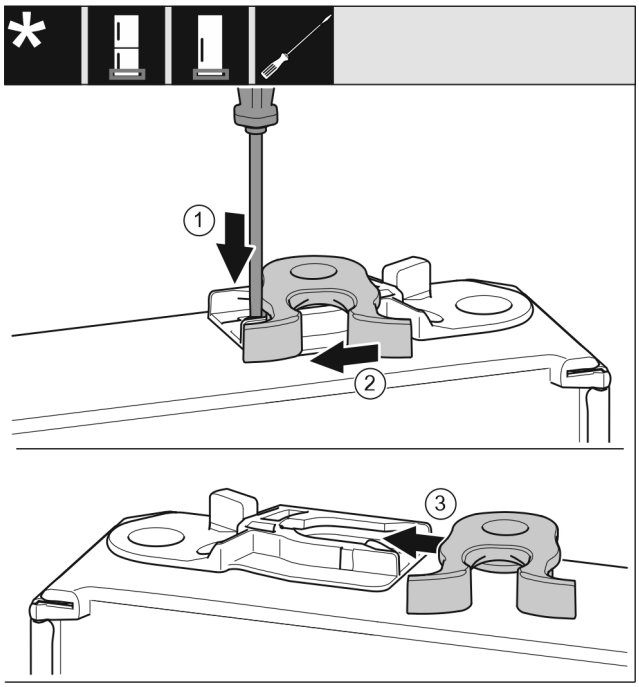

Fig. 18
▶ Use a slotted screwdriver to push the tab *Fig. 18 (1)* downwards.
▶ Pull the closing hook *Fig. 18 (2)* out of the guide.
▶ Insert the closing hook *Fig. 18 (3)* into the guide on the other side.